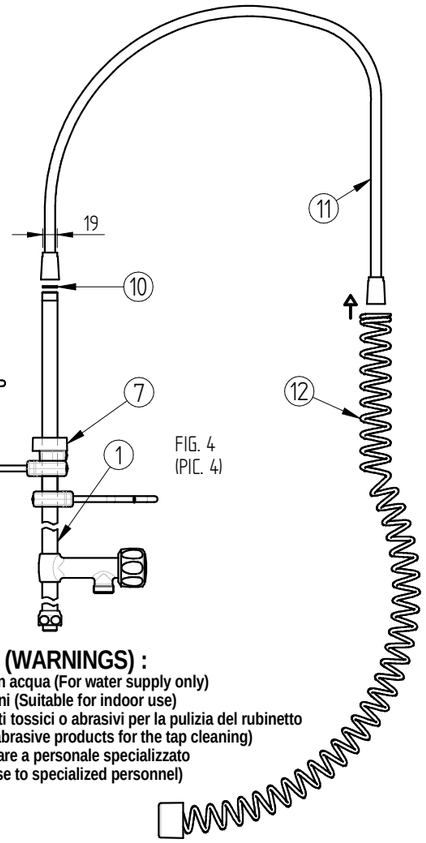
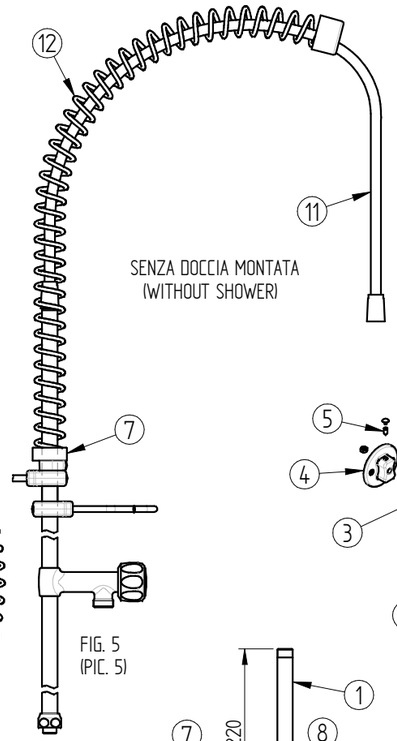

FIG. 4
FIG. 5
15)montare la guarnizione (10) e il flessibile (11) nel tubo (1) (v. fig. 4)
16)infilare la molla (12) (v. fig. 4) fino a farla appoggiare nell'alloggiamento (7) (v. fig. 5)
17)montare guarnizione (13) e doccetta (14) all'estremità del flessibile (11)
18)fissare il gancio (15) al tubo (1) mediante il serraggio dei grani (16) ad una quota che permetta il fissaggio della doccetta
19)fissare canna di erogazione (9) nel tubo (1) (stringere con una chiave da 29)